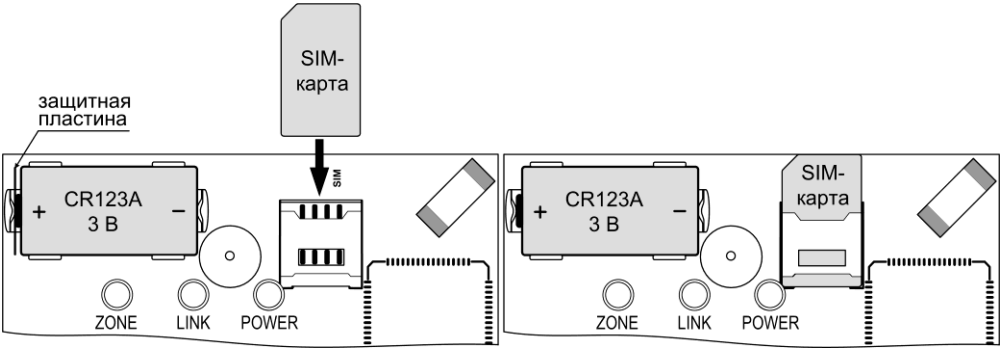

Рис.15 Установка SIM-карты. Извлечение защитной пластины
SIM-карта устанавливается при полностью отключенном питании прибора (нет 220В и отключена батарея питания) в разъём (слот) SIM (X2), контактами к плате, срезом – как показано на рис.15.
2. Убедитесь, что SIM-карта установлена в соответствии с рис.15, либо установите SIM-карту (если не установлена) – см. рис.15.
3. Подключите батарею питания - извлеките защитную пластину из контакта батареи питания (см. рис.15) или установите батарею питания, соблюдая полярность (если она была извлечена) – прозвучит одиночный звуковой сигнал.